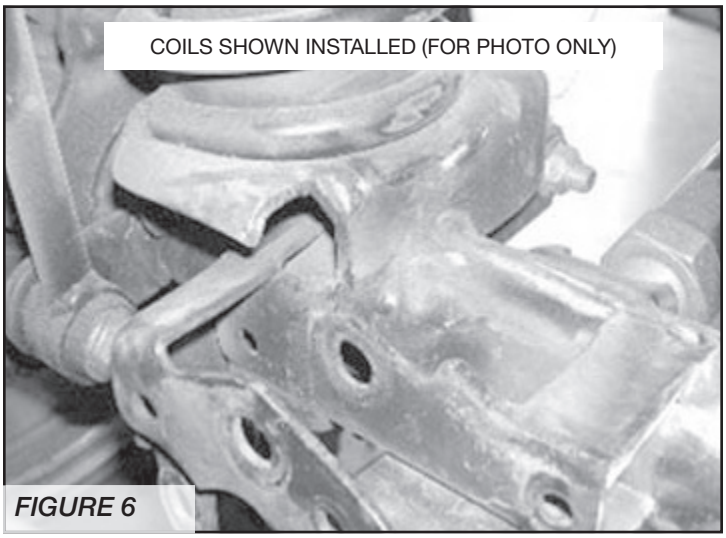

*FIGURE 6*
9. With the Trac Bar removed from the Jeep, remove any and all paint, dirt, or debris from the axle housing where the new bracket is to be installed. The inside front corner of the coil spring mount will need to be cut / trimmed. From the front of the mount, cut 1 ¼" back and ¾" in and down to the axle (This is just a starting point. Each vehicle will need to be trimmed to fit due to variances from Jeep to Jeep). **SEE FIGURE 6.**